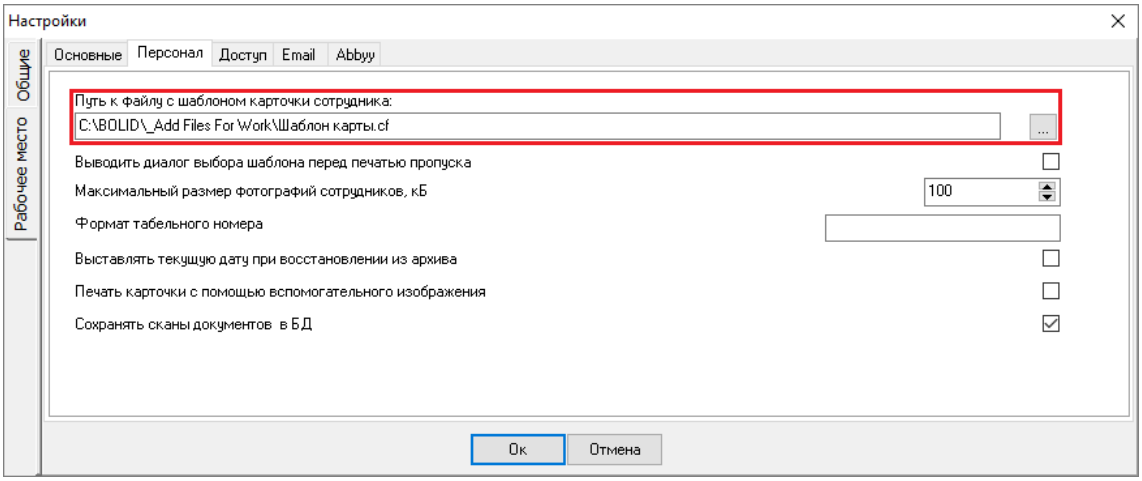

Рисунок 6-794 Путь к шаблону карточки сотрудника
– для параметра «Путь к файлу с шаблоном карточки сотрудника» указать путь к созданному шаблону карточки сотрудника (см. Рисунок 6-794) или выбрать параметр «Выводить диалог